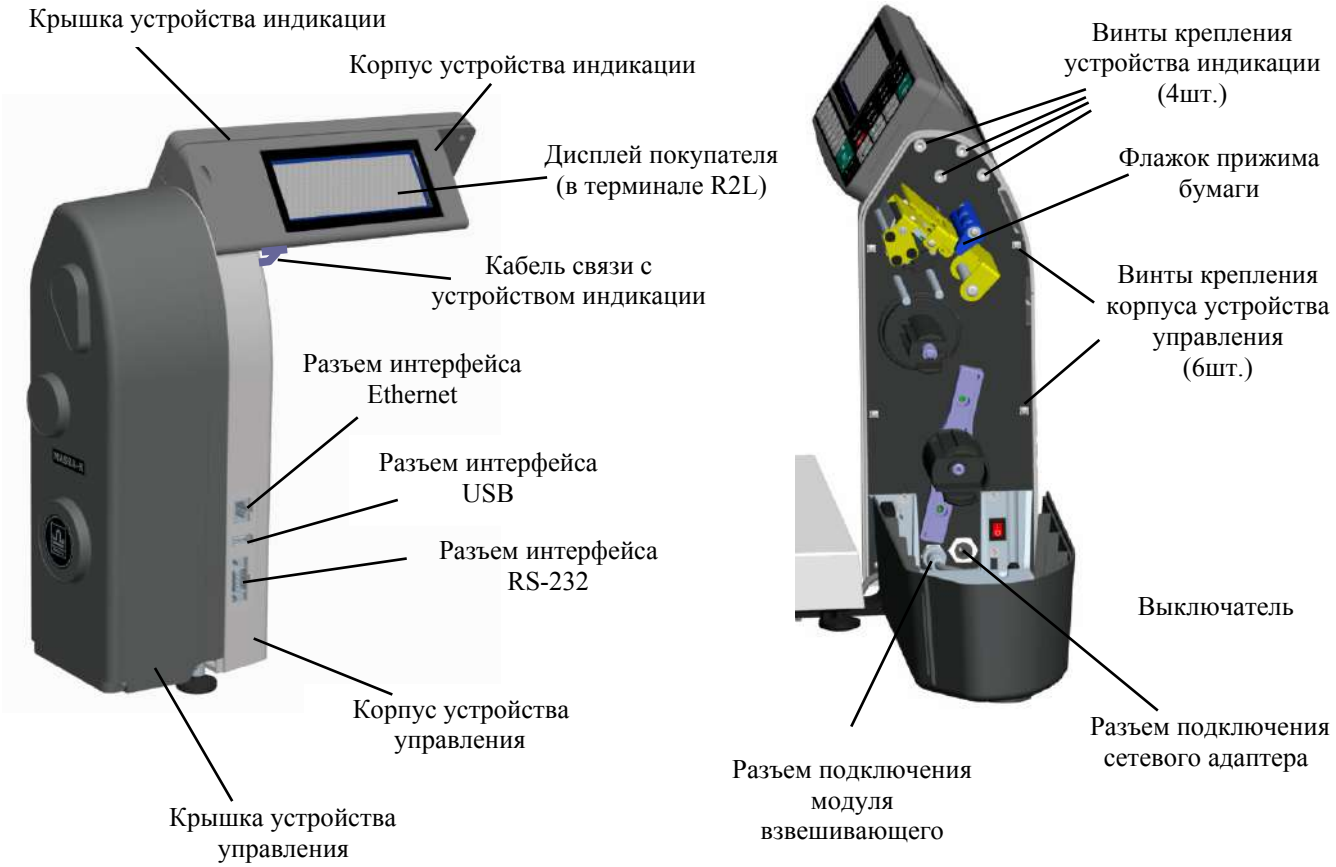

Рис. 7.18 - Терминал RL и R2L
7.6.4.1.1 Отсоединить кабель связи с устройством индикации (Рис. 7.18).
7.6.4.6.2 Отвинтить винты крепления (6 шт.) крышки устройства индикации (Рис. 7.18) от корпуса. Приподнять крышку.